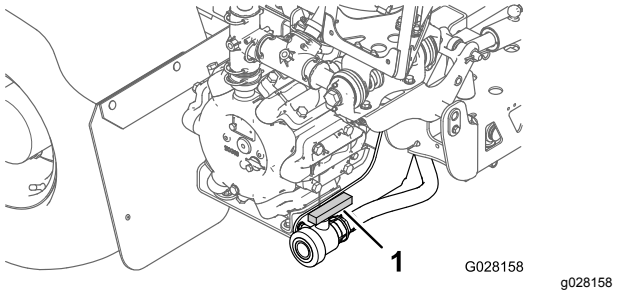

Figur 46
2. Find tankens aftapningsventil på maskinens bagside (Figur 46).